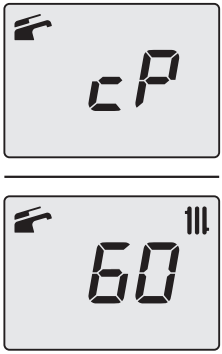

Figure 9.24
- Press button 15 (Figure 9.19) to vary the output in chimney sweep mode: when the LCD displays the letters **cP** that alternate with the temperature of the heating water (e.g. **60**), the "chimney sweep function" is at maximum output in heating mode (Figure 9.24).